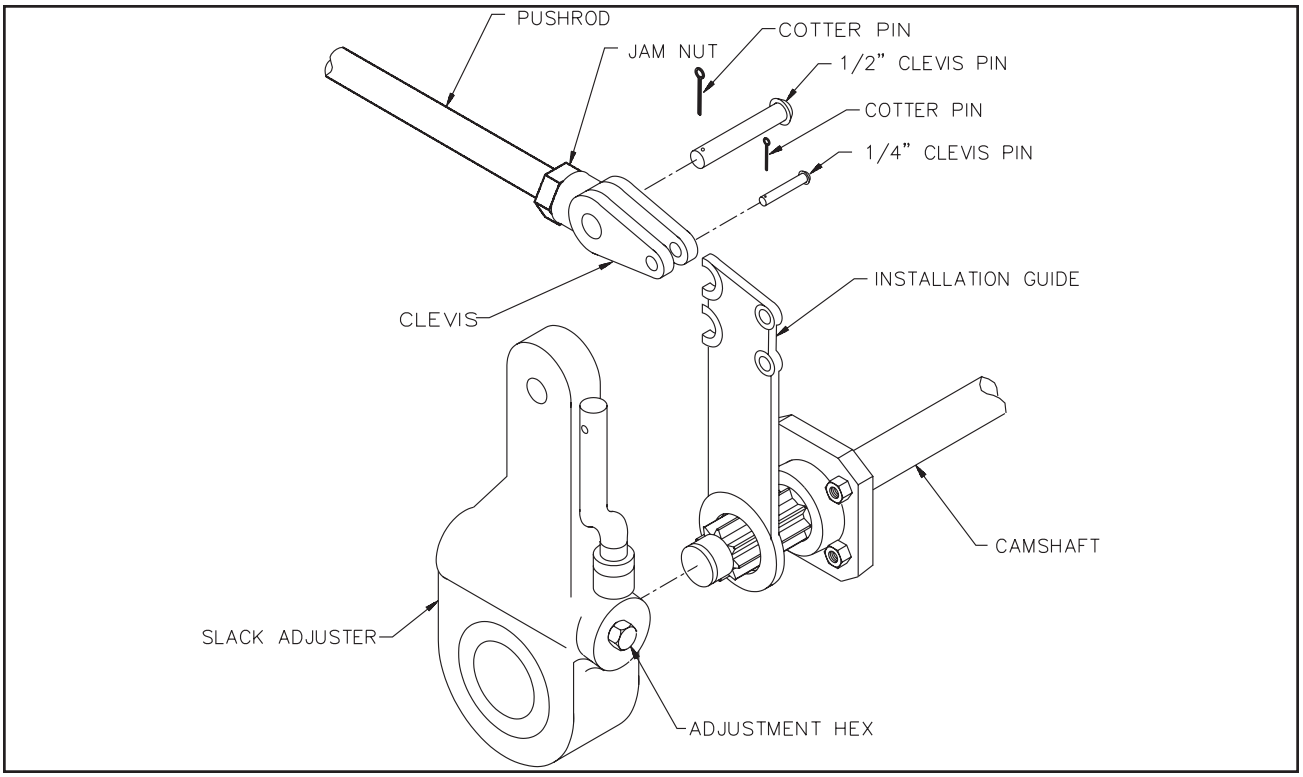

Figure 4-16 Slack Adjuster
4. Disconnect the slack adjuster from the connecting rod by removing the clevis pin **(See Figure 4-16)**.
4. Remount the brake chamber on the axle brackets and reconnect the air service hoses and the slack adjuster connecting rod **(See Figure 4-16).**
a. Operational Check (See Figure 4-16)
b. Replacing Slack Adjuster (See Figure 4-16)